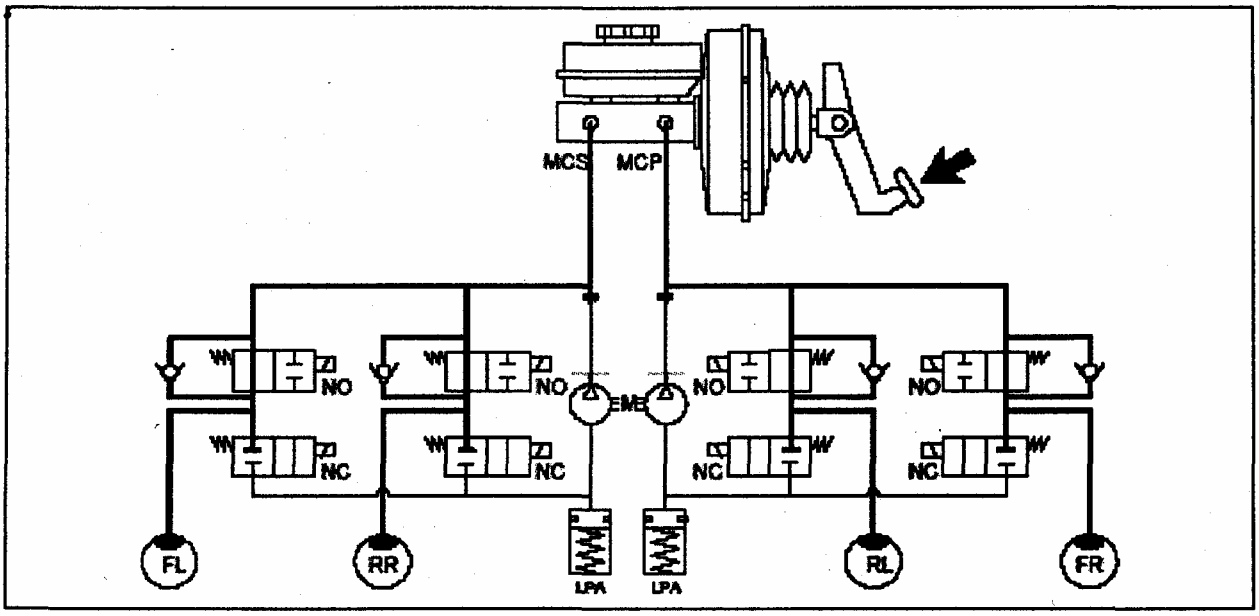

Рис. 714
**На автомобиле с ABS, если тормозное усилие, прилагаемое к колесам недостаточное для блокировки колес, то давление от главного тормозного цилиндра передается к рабочим цилиндрам (Рис. 714). При дальнейшем ослаблении давления на педаль тормоза, тормозная жидкость возвращается в главный тормозной цилиндр, тормозное усилие ослабляется.**